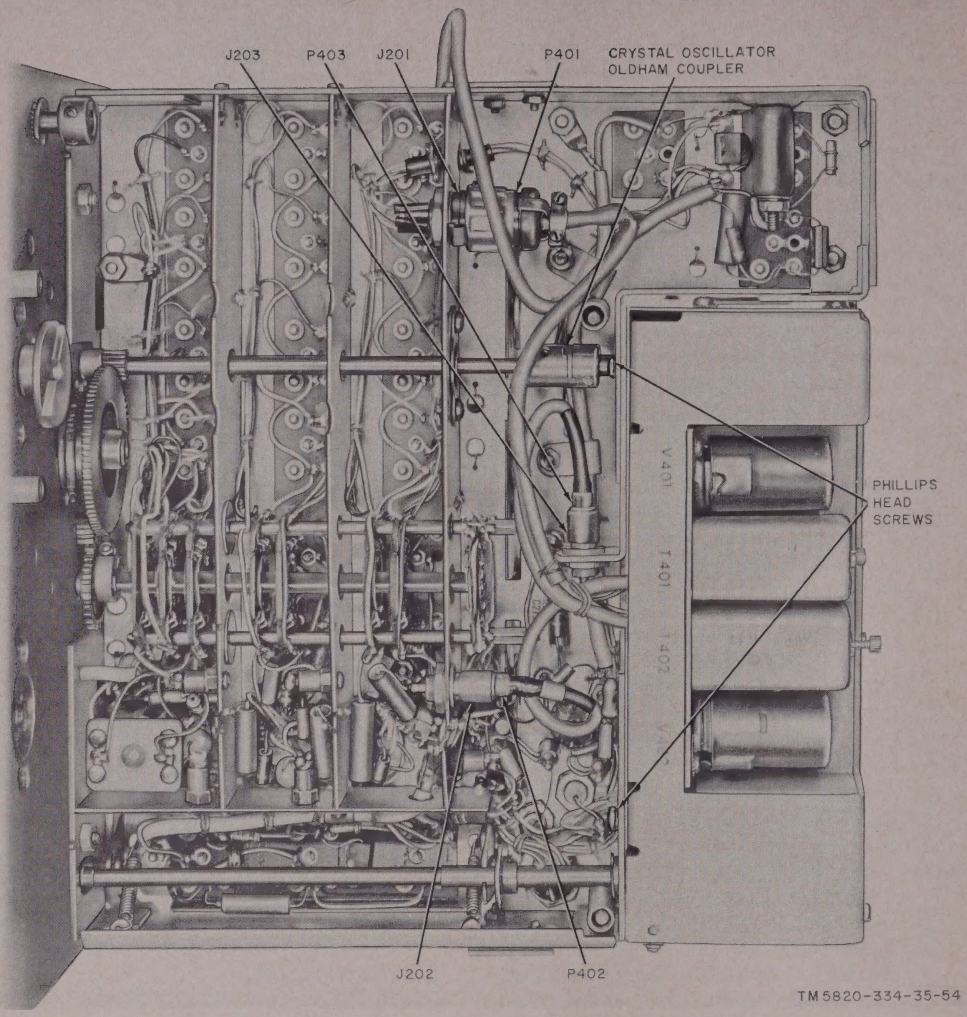

Figure 57. Upper deck assembly and crystal oscillator subchassis, bottom view.
(13) Synchronize the vfo tuning shaft as described in paragraph 79.
65. Crystal Oscillator Subchassis (fig. 57)
(1) Place clutch assembly 0342 and bevel and spur gear 0336 on their shafts. Load the split gear of 0342 two teeth and mesh with the spur gear of 0336.
(2) Replace the retaining ring on the clutch assembly shaft.
(3) Load gear 0329 (fig. 57) two teeth and replace the kilocycle disk and gear 0329 on shaft 0331; mesh gear 0329 with the brass gear of clutch assembly 0342.
(4) Tighten the clamp screw below gear 0329.
(5) Replace frequency indicator M201 (*b* above).